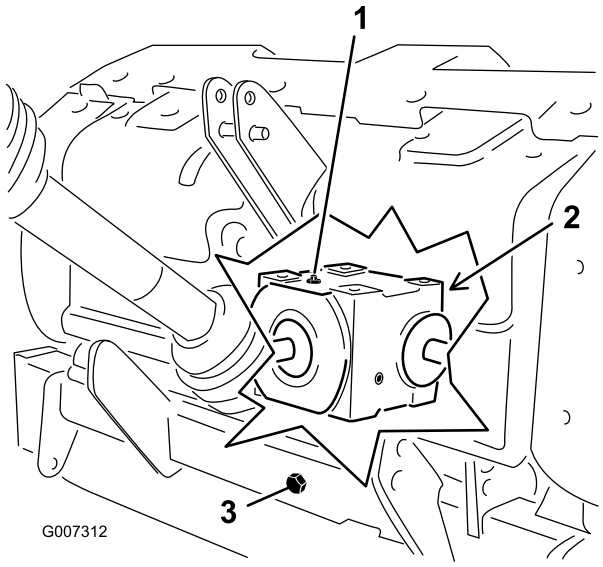

Figuur 27
2. Verwijder de controleplug uit de versnellingsbak (Figuur 27).
3. Zorg dat het oliepeil tot de onderkant van het gat van de controleplug in de versnellingsbak reikt (Figuur 27).
1. Verwijder vuil uit de vulplug en aftapdop om verontreiniging te voorkomen (Figuur 27).